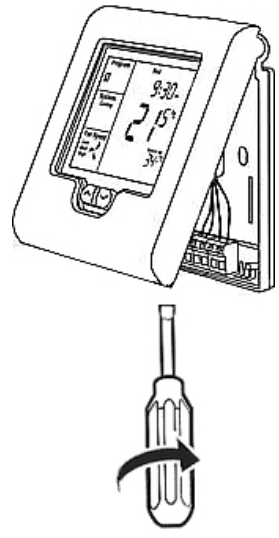

Figure 1
- Lift the cover (Figure 1) on the housing to expose a slot at the bottom. Take notice of the decorative cover hinge points and the connection between the two halves.